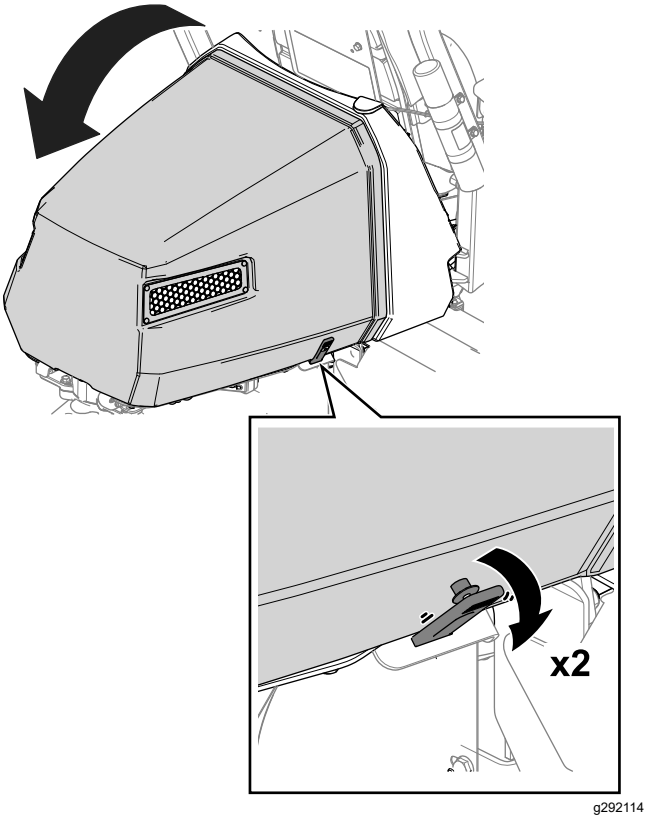

Figur 36
1. Frigør stropperne fra hver side af motorhjelmen (Figur 36).
2. Løft motorhjelmen (Figur 36).